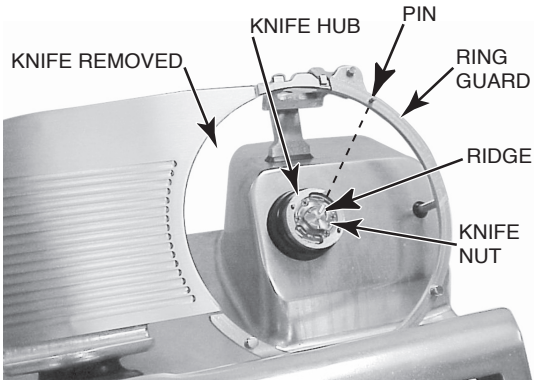

Fig. 24
- Wash, rinse and sanitize the slicer base (Fig. 24).
- Orient the Ridge on the Knife Hub so it points to the Pin on the Ring Guard at the 1 o'clock position (Fig. 24).